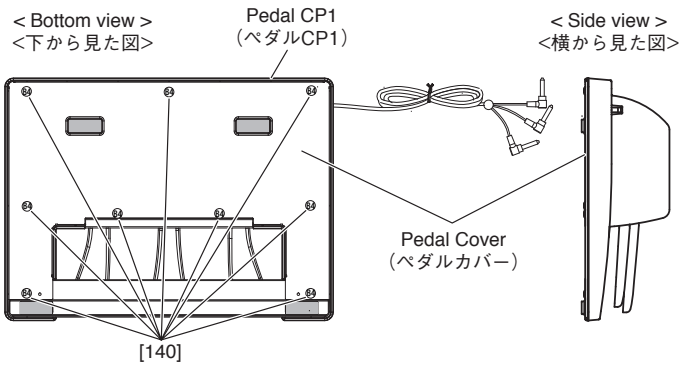

Fig.15（図 15）
16-1-1 Remove the nine (9) screws marked [140]. The pedal cover can then be removed. (Fig.15)
16-1-1 [140] のネジ 9 本を外しペダルカバー外します。（図 15）